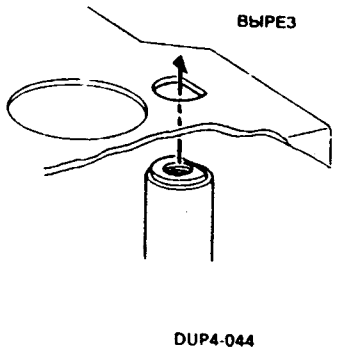

Рис. 3
- (Рис. 3). Проверьте, правильно ли входит конец вала муфты позиционирования лотка в отверстие опорного кронштейна шестерни.